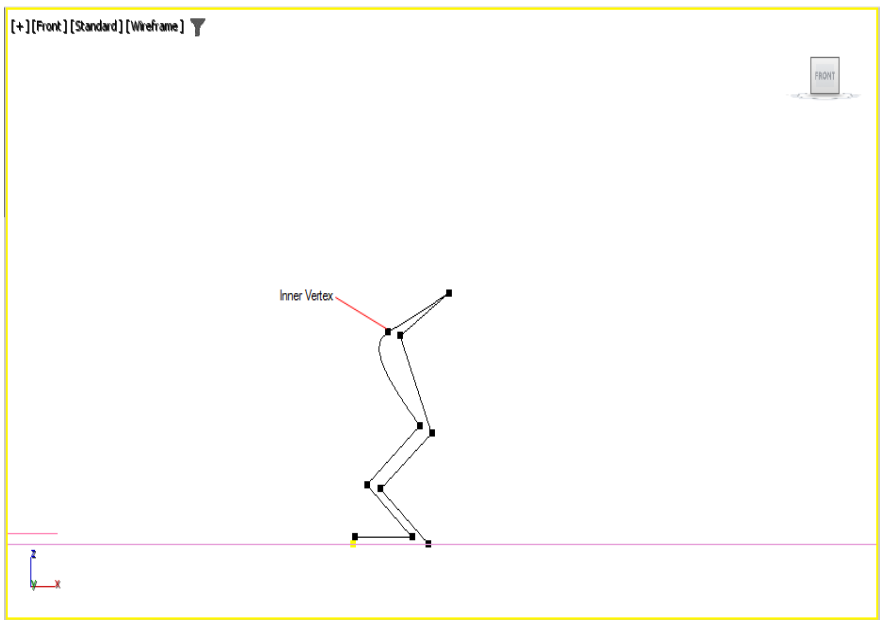

Figure 5-12 *The bezier handles displayed at the vertex*
10. Right-click on the inner vertex, refer to Figure 5-12; a quad menu is displayed. Choose **Bezier** from the upper-left quadrant of the quad menu; the spline is curved and the bezier handles are displayed, as shown in Figure 5-12.